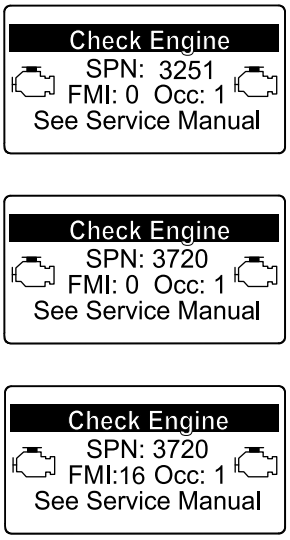

Figur 75
- Hvis motorfeilene SJEKK MOTOR SPN 3251 FMI 0, SJEKK MOTOR SPN 3720 FMI 0 eller SJEKK MOTOR SPN 3720 FMI 16 vises i InfoCenter (Figur 75), rengjør sotfilteret med følgende trinn: